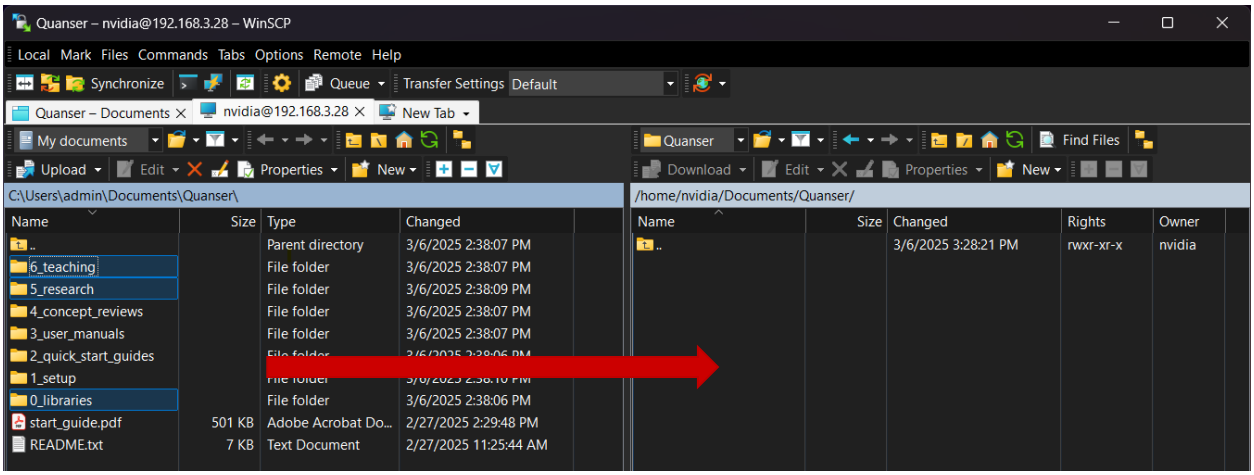

Figure 4. Transferring files to QCar
1. Make a directory on the QCar for Quanser resources where files will be transferred to and from. We recommend creating a folder called Quanser under Documents. The following directory should now exist: `/home/nvidia/Documents/Quanser`. To connect to the QCar2 and create this directory, we recommend using WinSCP, as shown in figure 4. (see the User Manual - Connectivity for how to remotely connect to the QCar).
2. Using WinSCP, on your PC side, navigate to `Documents/Quanser`. On the QCar 2 side, navigate to your new *Quanser* folder. Your WinSCP window should look like figure 4. From your PC side, copy/drag the **0_libraries, 5_research** and **6_teaching** folders over to your new Quanser folder in the QCar2.